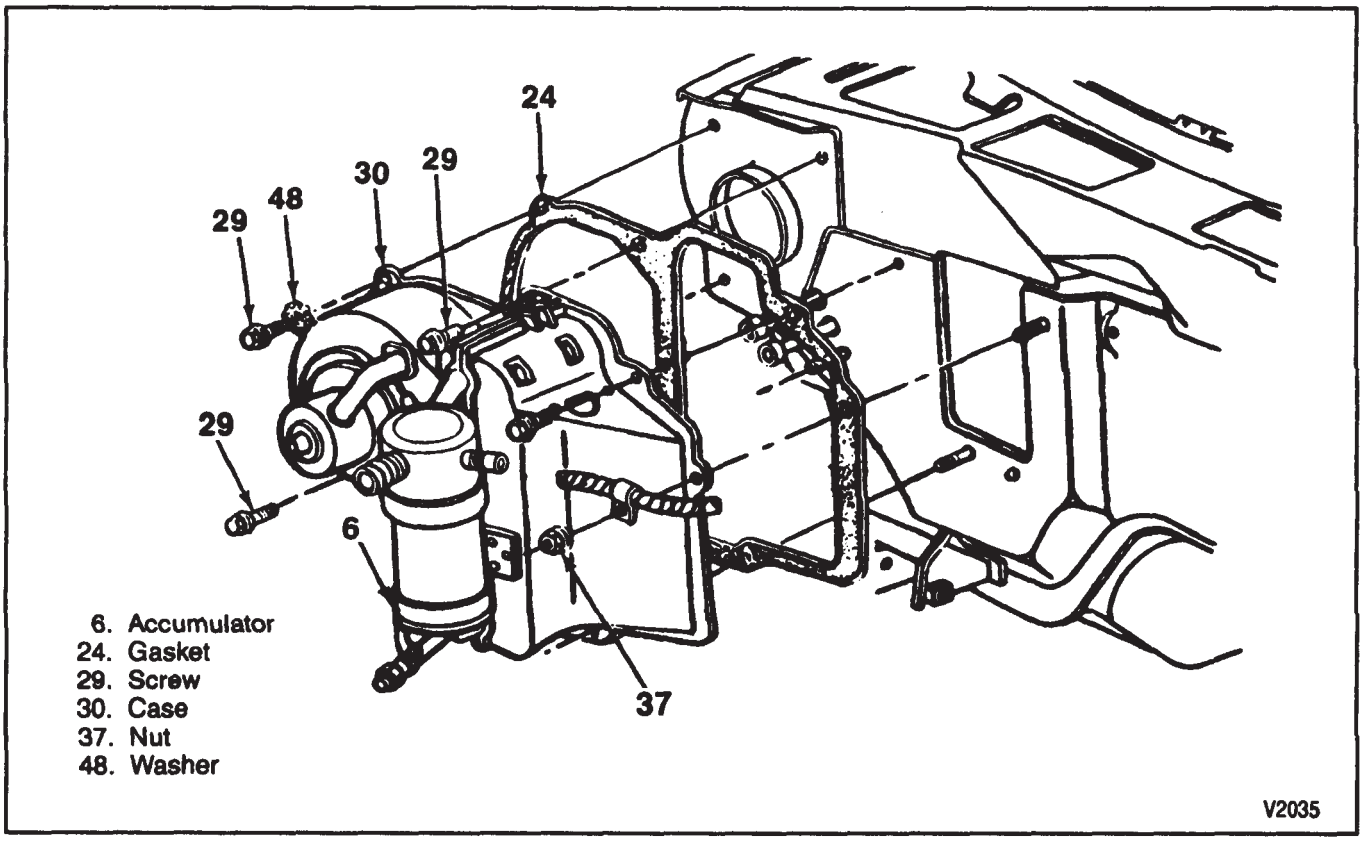

Figure 37—Evaporator and Blower Case Replacement
3. Screws (29) and nuts (37) (figure 37).
8. Screws (29) and nuts (37) (figure 37).
10. Accumulator (6). Refer to "Accumulator Replacement" in this section.
4. Accumulator (6). Refer to "Accumulator Replacement" in this section.
6. Screws (29) and nuts (37) (figure 37).